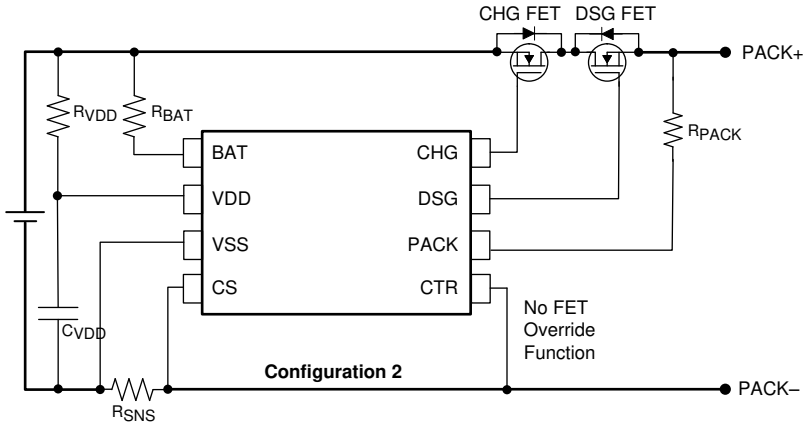

Figure 8-13. BQ298xx Reference Schematic Configuration 2
- Added the battery schematic symbol in Figure 8-13 21